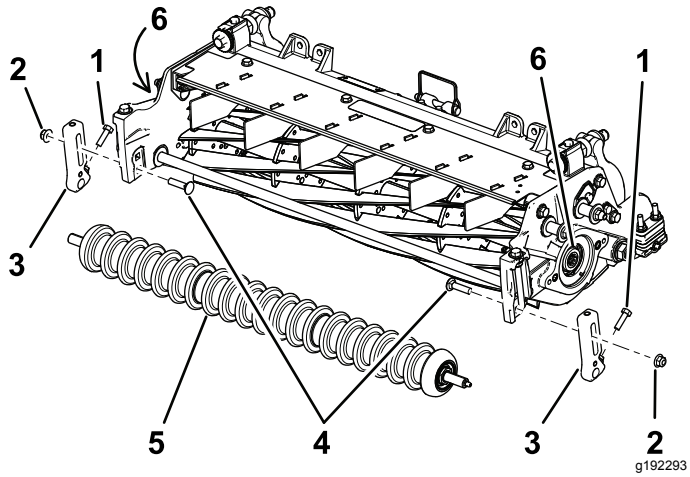

Figura 3
2. Rimuovete i bulloni a testa tonda e i dadi di bloccaggio che fissano le staffe dell'altezza di taglio alle piastre laterali degli apparati di taglio (Figura 3).
3. Allentate le viti che fissano le staffe dell’altezza di taglio all’albero del rullo anteriore (Figura 3).
4. Togliete le staffe dell’altezza di taglio ed il rullo anteriore dalle piastre laterali dell’apparato di taglio (Figura 3).
6. Rimuovete ed eliminate l'inserto scanalato esistente da ciascun'estremità dell'albero del cilindro utilizzando l'utensile dell'albero di trasmissione (n. cat. TOR4074 per il cilindro da 17,8 cm). Vedere Figura 3.